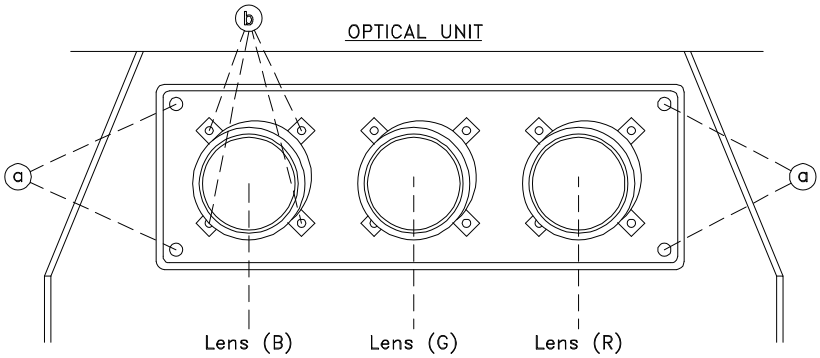

Figure 5-1
5. Remove 4 hex-screws "a" retaining the Optical Unit. [Figure 5-1]
3. Install the Lens that was removed in step 6 of Removal Of The CRT. [Figures 5-1 and 5-2]
b) Install the mounting screws “b”. [Figure 5-1]